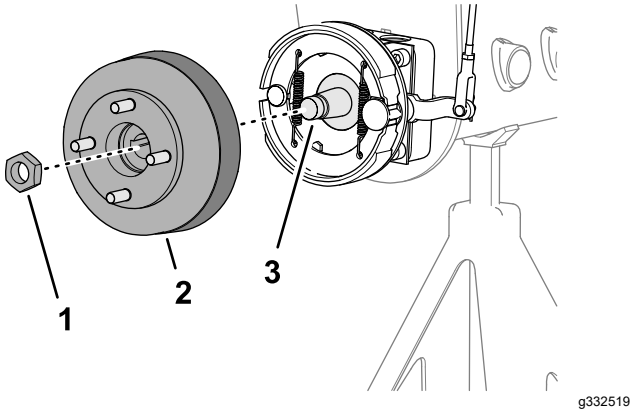
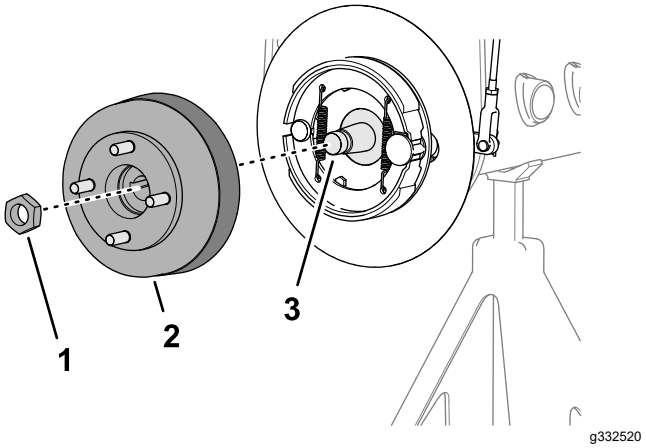

Figuur 63
Figuur 64
1. Verwijder de borgmoer waarmee de naaf aan de wielmotoras is bevestigd (Figuur 63 of Figuur 64).
4. Gebruik de gespecificeerde naaftrekker om de wielnaaf en remtrommel te verwijderen van de wielmotoras (Figuur 63 of Figuur 64).